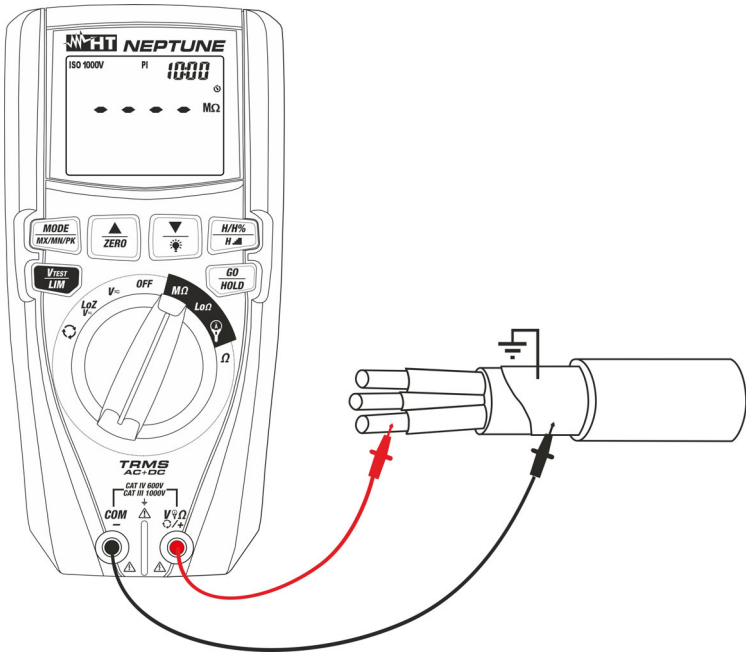

Fig. 22: Uso del instrumento para medida resistencia de aislamiento en modo PI
6. Inserte el conductor rojo en el terminal de entrada **VΩ/+** y el conductor negro en el terminal de entrada **COM/–** y eventuales terminales de cocodrilo y conecte el instrumento a la instrumentación en examen (vea la Fig. 22)